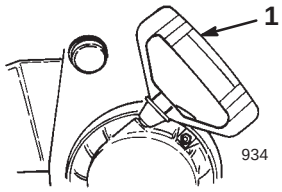

Figure 17
- **Recoil Starter** (Fig. 17)—The recoil starter is on the back side of the engine. Pull the recoil starter to start the engine.
A. Grasp the recoil starter handle (Fig. 17) and pull it out slowly until positive engagement results; then pull the handle vigorously to start the engine.